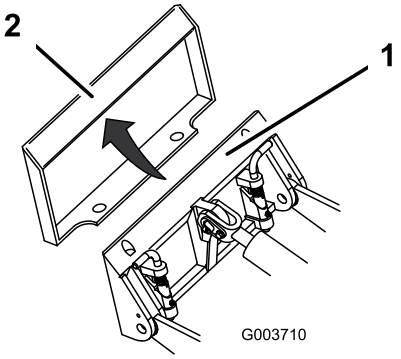

Figur 20
4. Stick in fästplattan i det övre fästet på redskapets kopplingsplatta (Figur 20).